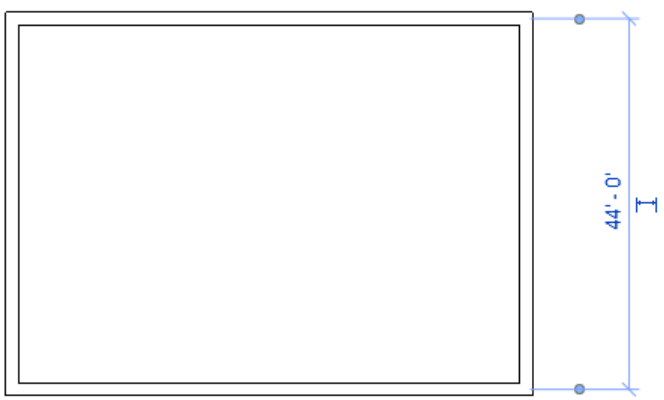

Figure 3-77 *Rectangle drawn with its temporary dimensions*
2. To start sketching the first inclined wall segment, click inside the four arrow keys in the drawing window and move the cursor downward toward the right and click again; a rectangle is created with temporary dimensions displayed along with it, as shown in Figure 3-77.